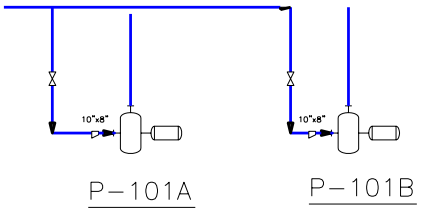

Figure 2-80 *A gate valve and an eccentric reducer placed on the line connecting the second pump*
5. Similarly, place an eccentric reducer and a gate valve on the pipe connecting the other pump, as shown in Figure 2-80.